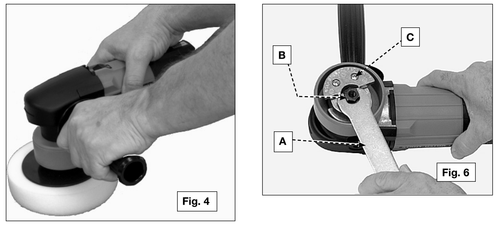

Fig. 4 Fig. 6
3. Grasp the polisher firmly with both hands - one hand on auxiliary handle and one hand on motor housing (Fig. 4).